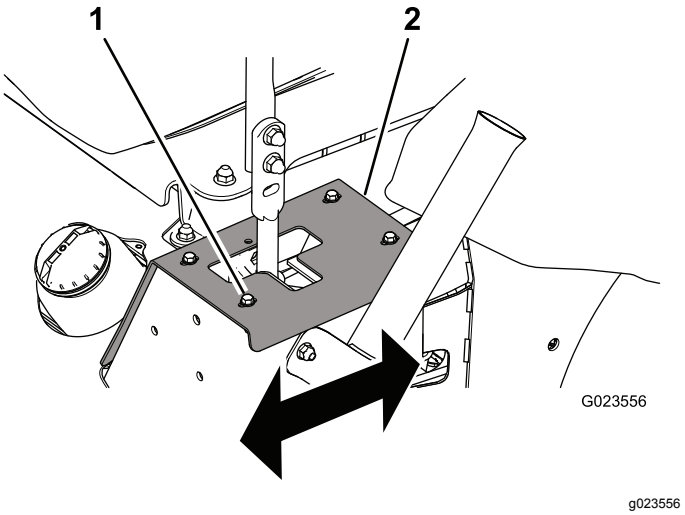

**Figur 55**
- Hvis maskinen sporer til høyre, må du løsne boltene og justere den venstre stopplaten til maskinen sporer rett fremover (Figur 55).
- Hvis maskinen sporer til venstre, må du løsne boltene og justere den høyre stopplaten til maskinen sporer rett fremover (Figur 55).
1. Skrue (4)
3. Stram boltene for å feste stopplaten (Figur 55).